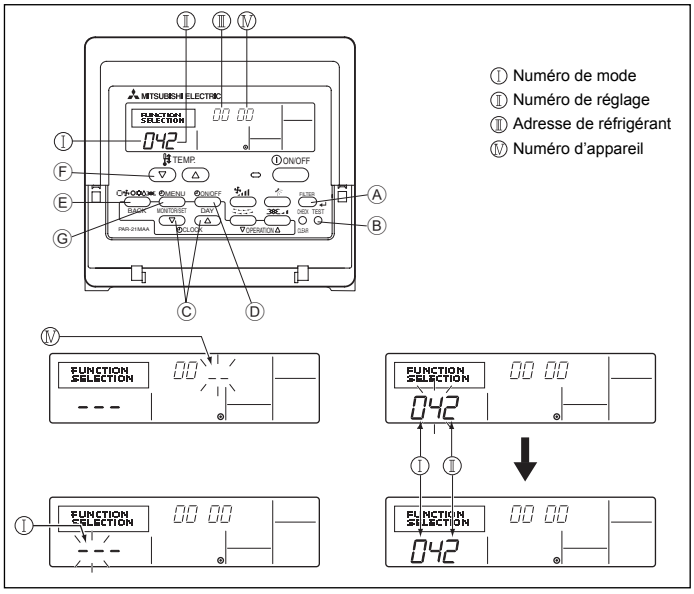

Fig. 6-8
1) Pour la télécommande filaire (Fig. 6-8)